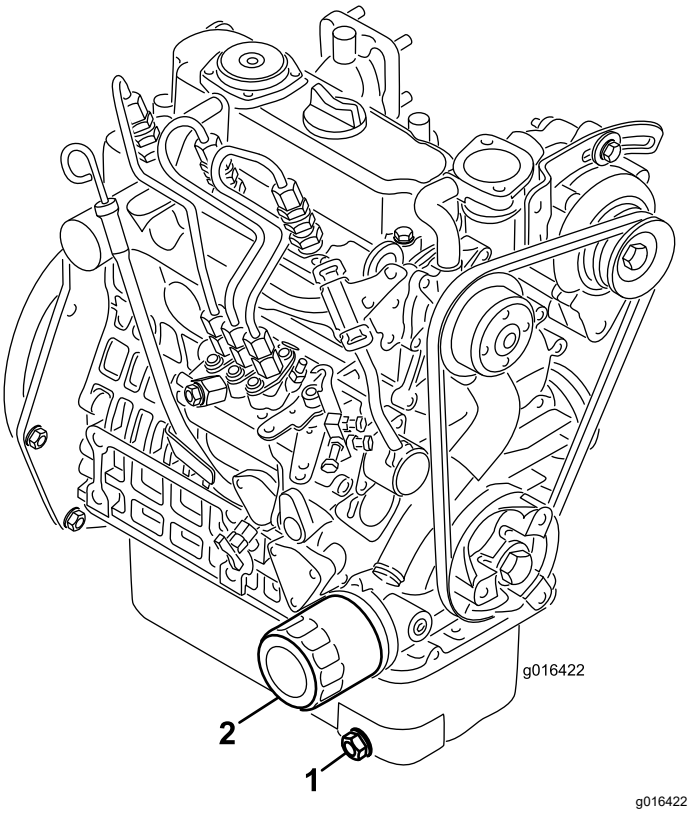

Figure 33
1. Retirez le bouchon de vidange (Figure 33) et laissez couler l'huile dans un bac de vidange. Remettez le bouchon quand la vidange est terminée.